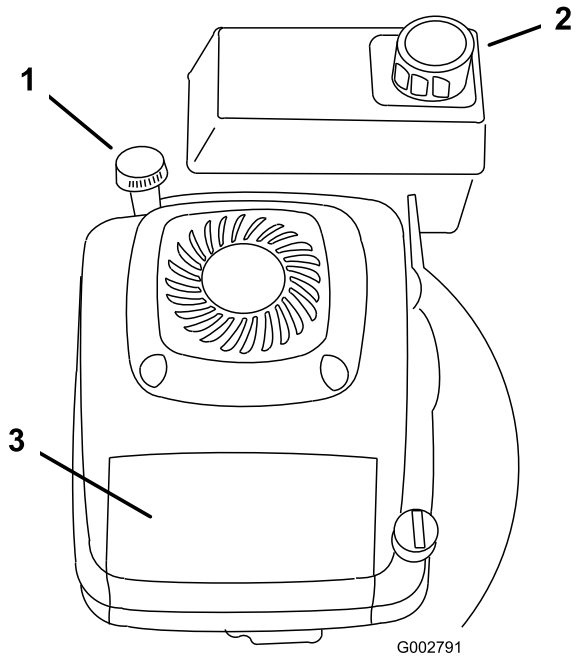

**Figura 14**
1. Pulite attorno al tappo del serbatoio del carburante (Figura 14).